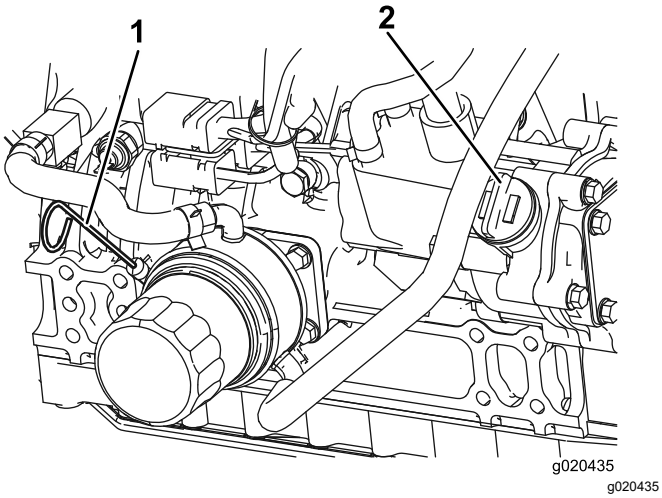

Figuur 72
Het oliepeil moet zich in de veilige zone bevinden (Figuur 72).
4. Als het oliepeil zich onder de veilige zone bevindt, verwijdert u de vuldop (Figuur 72) en vult u bij met olie totdat het oliepeil de vol-markering bereikt.